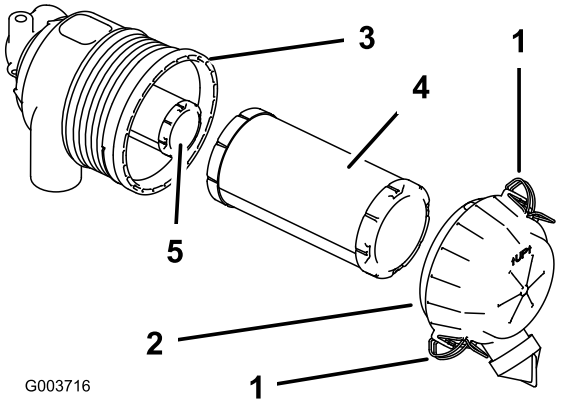

Figure 25
3. Release the latches on the air cleaner and pull the air cleaner cover off of the air cleaner body (Figure 25).
5. Gently slide the primary filter out of the air cleaner body (Figure 25). Avoid knocking the filter into the side of the body. Do not remove the safety filter, unless you intend to replace it as well.
2. If the safety filter is being replaced, carefully slide it into the filter body (Figure 25).
3. Carefully slide the primary filter over the safety filter (Figure 25). Ensure that it is fully seated by pushing on the outer rim of the filter while installing it.
4. Install the air cleaner cover with the side indicated as UP facing up and secure the latches (Figure 25).